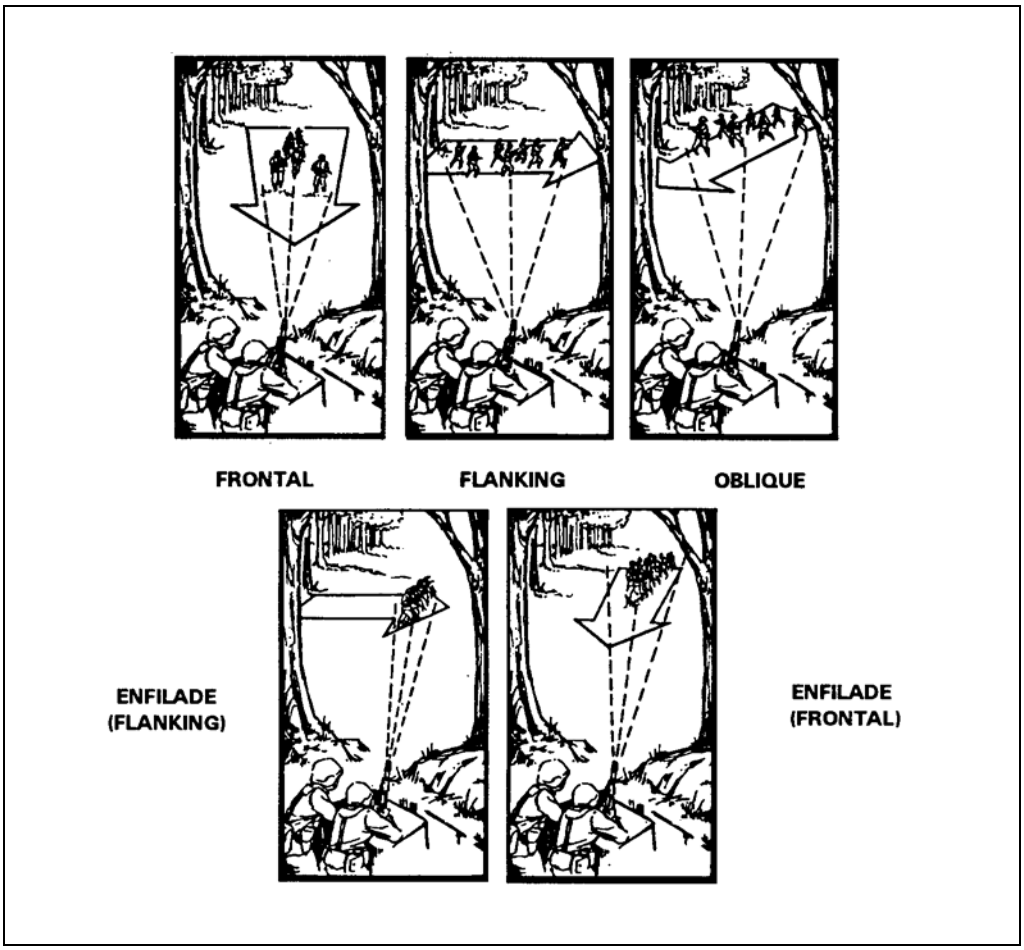

Figure 6-2. Classes of fire with respect to the target.
b. **With Respect to the Target**. This includes four ways to distribute fire (Figure 6-2, page 6-3):